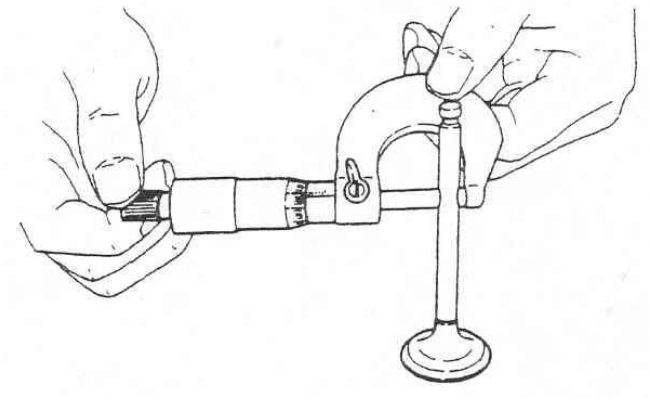

Figure 3. Checking Valve Stem O.D.
5. Check the outside diameter (O.D.) of both valve stems with a micrometer (see Figure 3). Replace a valve if its O.D. is 0.213 in. or less.